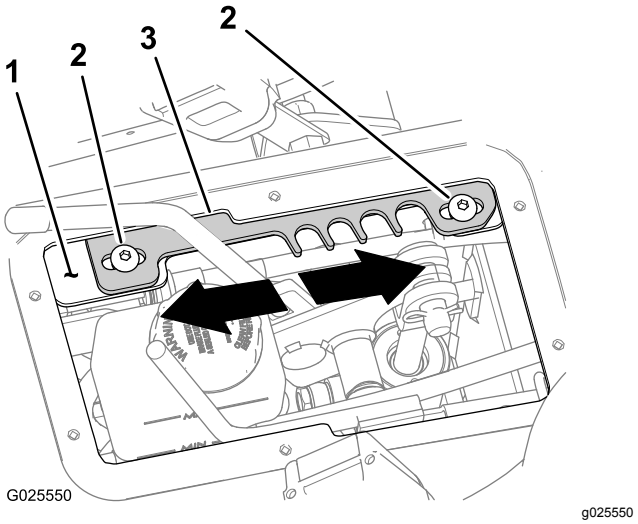

Figur 62
4. Flytt hastighetsspaken til **T**-STILLINGEN (transport) (Figur 62).
5. Løsne de to sokkelskruene med sekskanthode (5/16 x ¾ tomme) som fester sperreplaten til spakstøttebraketten (Figur 62).
- Flytt sperreplaten **fremover** for å øke maksimal kjørehastighet (Figur 62).
- Flytt sperreplaten **bakover** for å øke maksimal kjørehastighet (Figur 62).